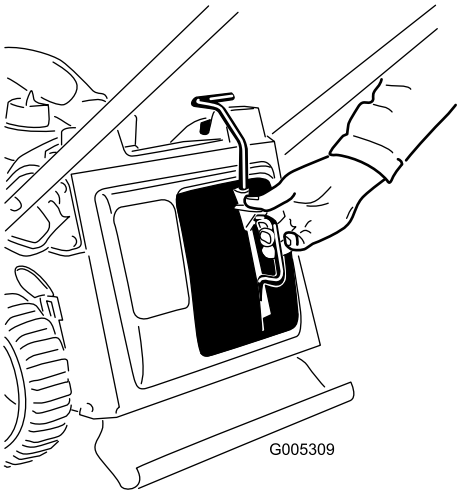

Bild 21
1. Nehmen Sie den Mulchverschluss ab (Bild 21).